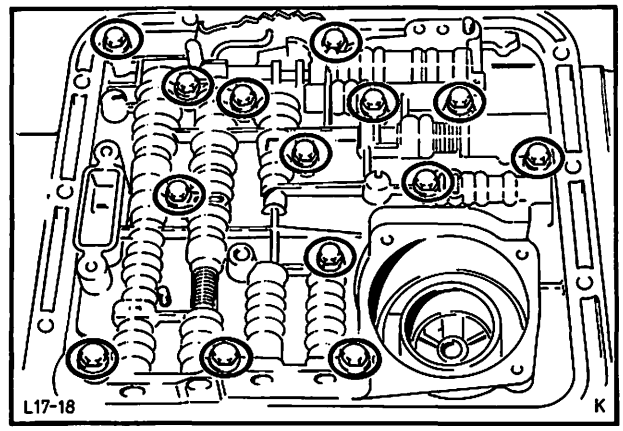

Abb. 43 Schrauben – Steuergehäuse
6. Schrauben (14) vom Steuergehäuse entfernen. Abb. 43. Anschließend Steuergehäuse etwas anheben und seitlich verschieben, damit das Verbindungsgestänge – Wählhebel aus dem Handwählschieber gleitet. Steuergehäuse mit Dichtung abnehmen.